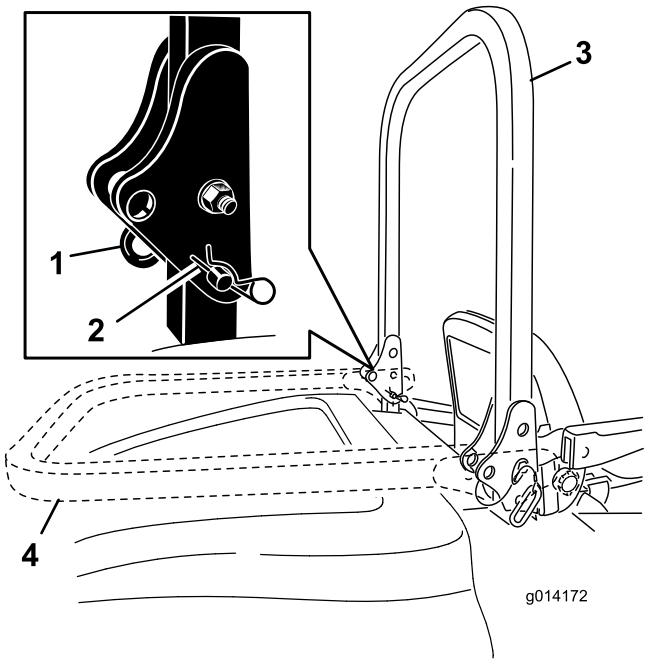

Figur 10
1. For å senke veltebøylen, fjern hårnålssplintene, skyv veltebøylen bakover mot fjærene og fjern de to pinnene (Figur 10).
2. Senk veltebøylen til nedre stilling (Figur 10).
3. Monter de to pinnene og fest dem med hårnålssplintpinnene (Figur 10).
4. Fjern hårnålssplintpinnene og fjern de to pinnene for å heve veltebøylen (Figur 10).
5. Hev veltebøylen til oppreist stilling, monter de to pinnene og fest dem med hårnålssplintpinnene (Figur 10).